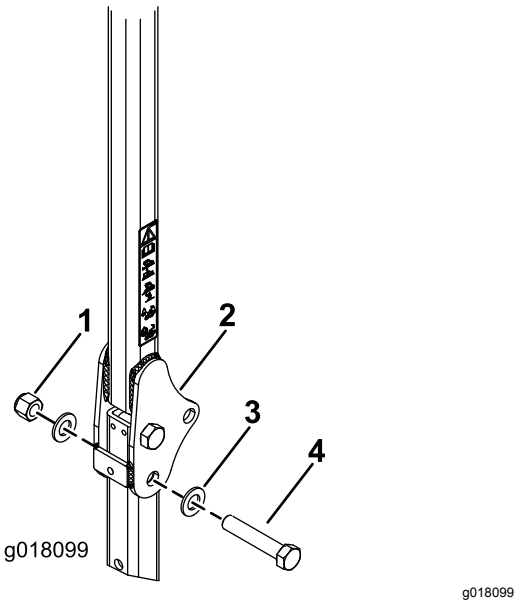

図 13
3. 図 13に示すように、ワッシャ13/16 x 1½"を各ボルト¾ x 4"に組み付ける。
4. ピンを抜いた穴に、ボルトとワッシャを取りつける図 13。
5. 図 13のように各ボルトにもう1枚のワッシャを入れ、ナット¾"で固定する。各ナットを 323396 N·m3340 kg.m = 238292 ft-lbにトルク締めする。
6. ROPSのピボットボルト図 13をトルク締めする91113N·m9.311.5kg.m = 6783ft-lb。これはサンシェードの重みでROPSが揺れるのを防止するためである。